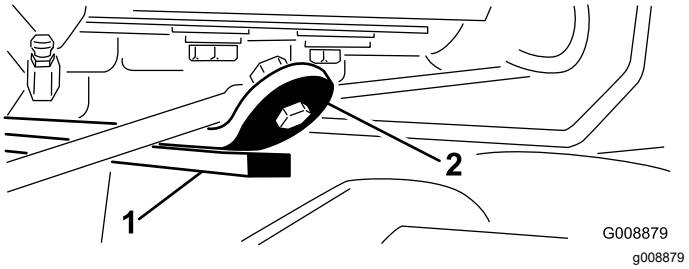

Figur 14
3. Start motoren, hev klippeenhetene og kontroller at klaringen mellom slitebøylen på toppen av den bakre klippeenhetens slitestang og støtfangerbøylen er 0,51–2,54 mm (Figur 14).